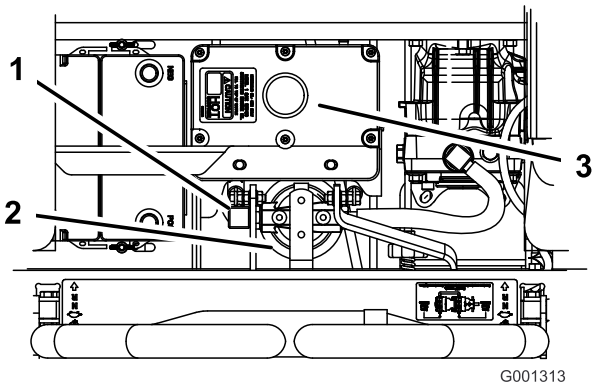

Figur 73
4. Ta bort den högra hydraulledningen som går ner i adaptern (Figur 73).
6. Montera den högra hydraulledningen på adaptern (Figur 73).